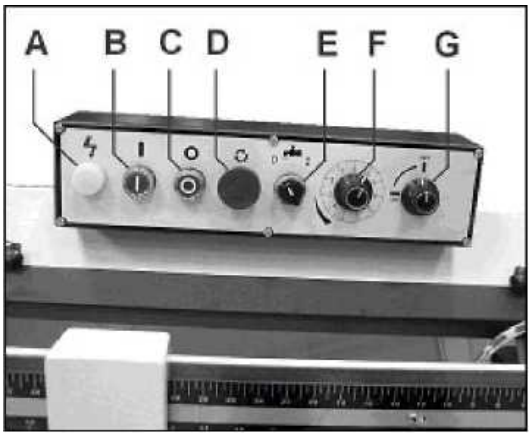

Рис. 10
Скорость опускания кронштейна пилы может быть установлена с помощью регулировочного клапана (F, рис. 10). Включение опускания производится запорным клапаном (G).